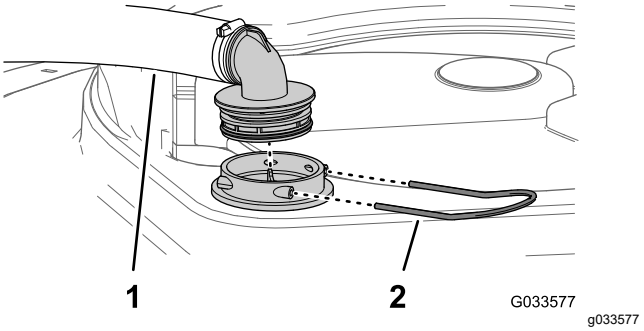

Figura 59
2. En la parte superior del depósito de fumigación, retire la horquilla de retención que sujeta el acoplamiento que está conectado a la manguera grande y al alojamiento del filtro (Figura 59).
3. Retire la manguera y el acoplamiento del alojamiento del filtro (Figura 59).